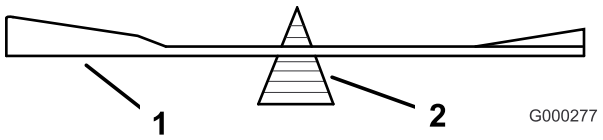
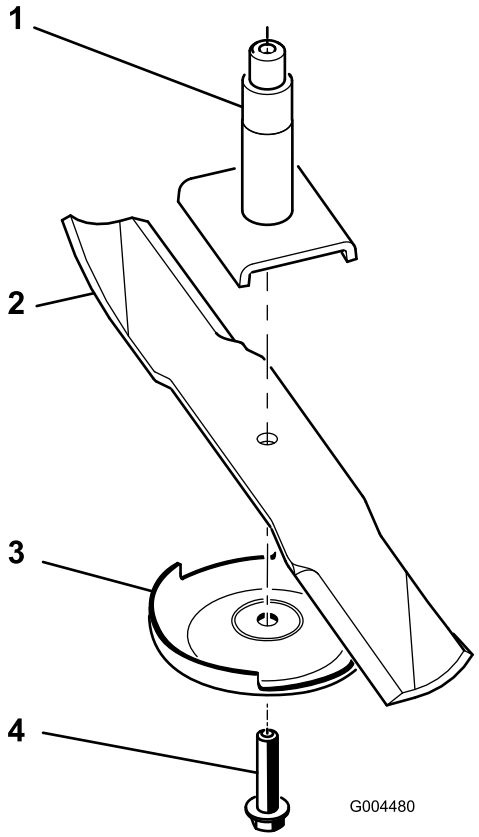

Figur 68
Figur 69
2. Fjern knivbolten, antiskalperingspladen og skærekniven fra spindelakslen (Figur 69).
2. Kontroller skæreknivens balance ved at placere den på en afbalanceringsenhed (Figur 68). Hvis skærekniven forbliver i en vandret position, er skærekniven afbalanceret og kan benyttes. Hvis skærekniven ikke er afbalanceret, skal der slibes lidt mere metal af enden af sejlområdet (Figur 69). Gentag denne procedure, indtil skærekniven er afbalanceret.
1. Monter skærekniven på spindelakslen (Figur 69).
2. Monter antiskalperingspladen og knivbolten (Figur 69).